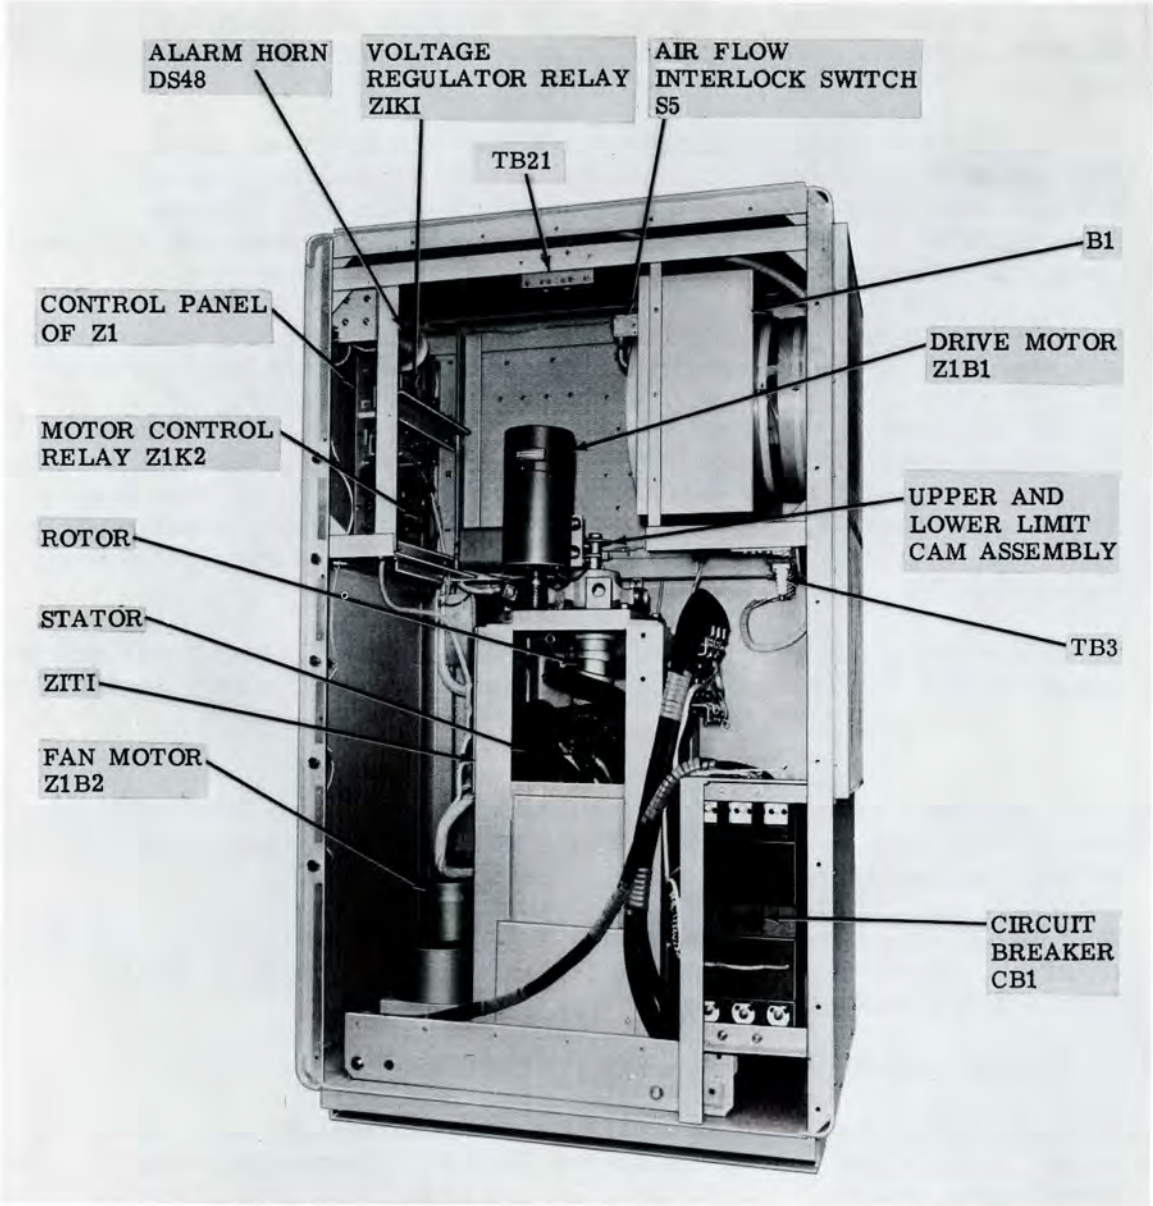

Figure 6-7. Left Cabinet Section, Right Side View
6. Joggle the regulator along by means of the RAISE or LOWER switches on the center cabinet section control panel (51 or 54, figure 3-1), until the voltage regulator relay makes contact and starts the drive motor Z1B1 (figure 6-7) which returns the regulator to its original position. Note and record the multimeter readings when the relay makes contact.
(c) Remove two bolts from the lower portion of the circuit breaker and two studs from the upper portion and withdraw circuit breaker from its angle-iron frame (figure 6-7).